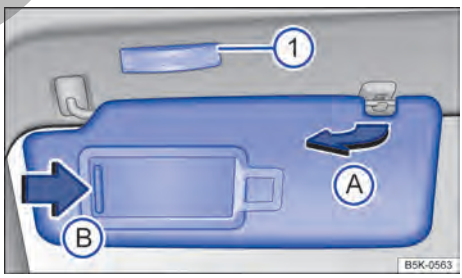

Fig. 78 Parasol.
– Retirar el parasol con cuidado del soporte sujetando la base de fijación y girar en la dirección de las puertas → fig. 78 Ⓐ.
En el parasol plegado hacia abajo se encuentra un espejo de cortesía atrás de una cubierta. Al abrir la cubierta → fig. 78 Ⓑ se enciende una luz ①.